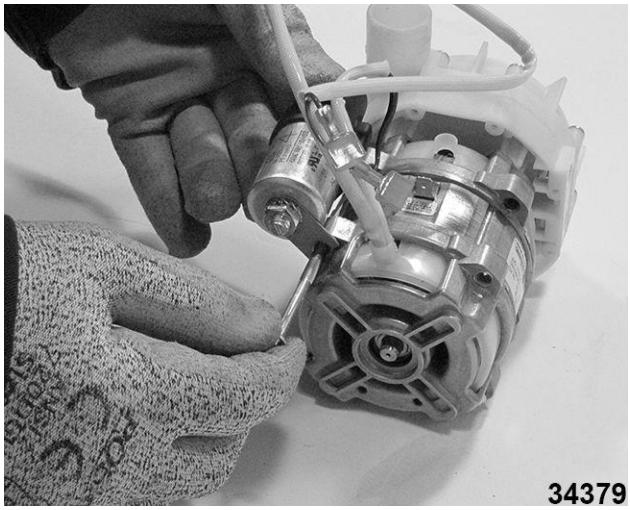

Fig. 128
B. Mueva el condensador al lado de salida de la bomba y vuelva a instalar dos tornillos. Fig. 128